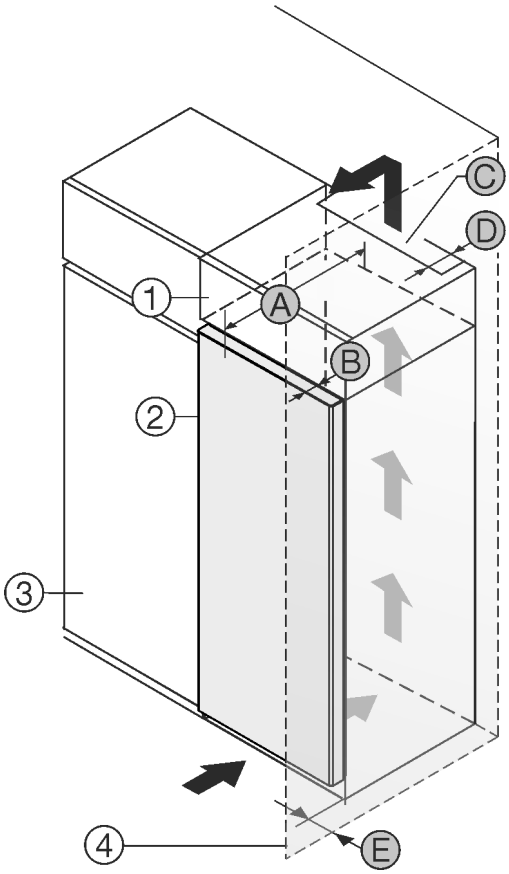

Fig. 1
Gerät direkt neben dem Küchenschrank *Fig. 1 (3)* aufstellen.*
Gerät mit Abstand von 5 cm zwischen Gerät und Küchenschrank *Fig. 1 (3)* aufstellen.*
An der Rückseite des Aufsatzschrankes muss ein Abluftschacht mit der Tiefe *Fig. 1 (D)* über die gesamte Aufsatzschrankbreite vorhanden sein. *
Unter der Raumdecke muss der Entlüftungsquerschnitt *Fig. 1 (C)* eingehalten werden.*
Wenn das Gerät mit den Scharnieren neben einer Wand *Fig. 1 (4)* aufgestellt wird, muss der Abstand zwischen Gerät und Wand mindestens 40mm betragen. Dies entspricht dem Griffüberstand bei geöffneter Tür. *